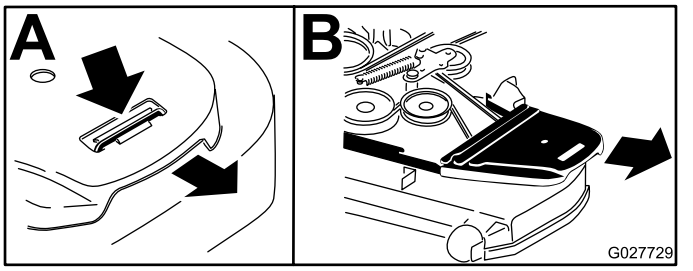

Figur 90
6. Fjern remdekslene (Figur 90).